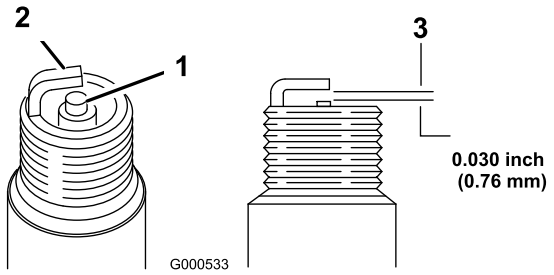

Rysunek 29
5. Ustaw przerwę na świecy na 0,76 mm (Rysunek 29).